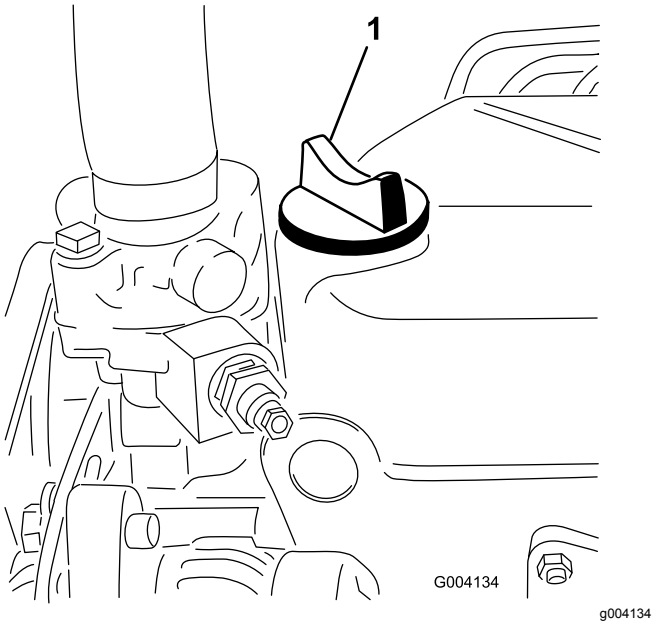

Figur 44
5. Om oljenivån inte når upp till markeringen Full på oljestickan, ska du ta bort påfyllningslocket (Figur 44) och fylla på olja tills nivån når upp till markeringen. **Fyll inte på för mycket.**